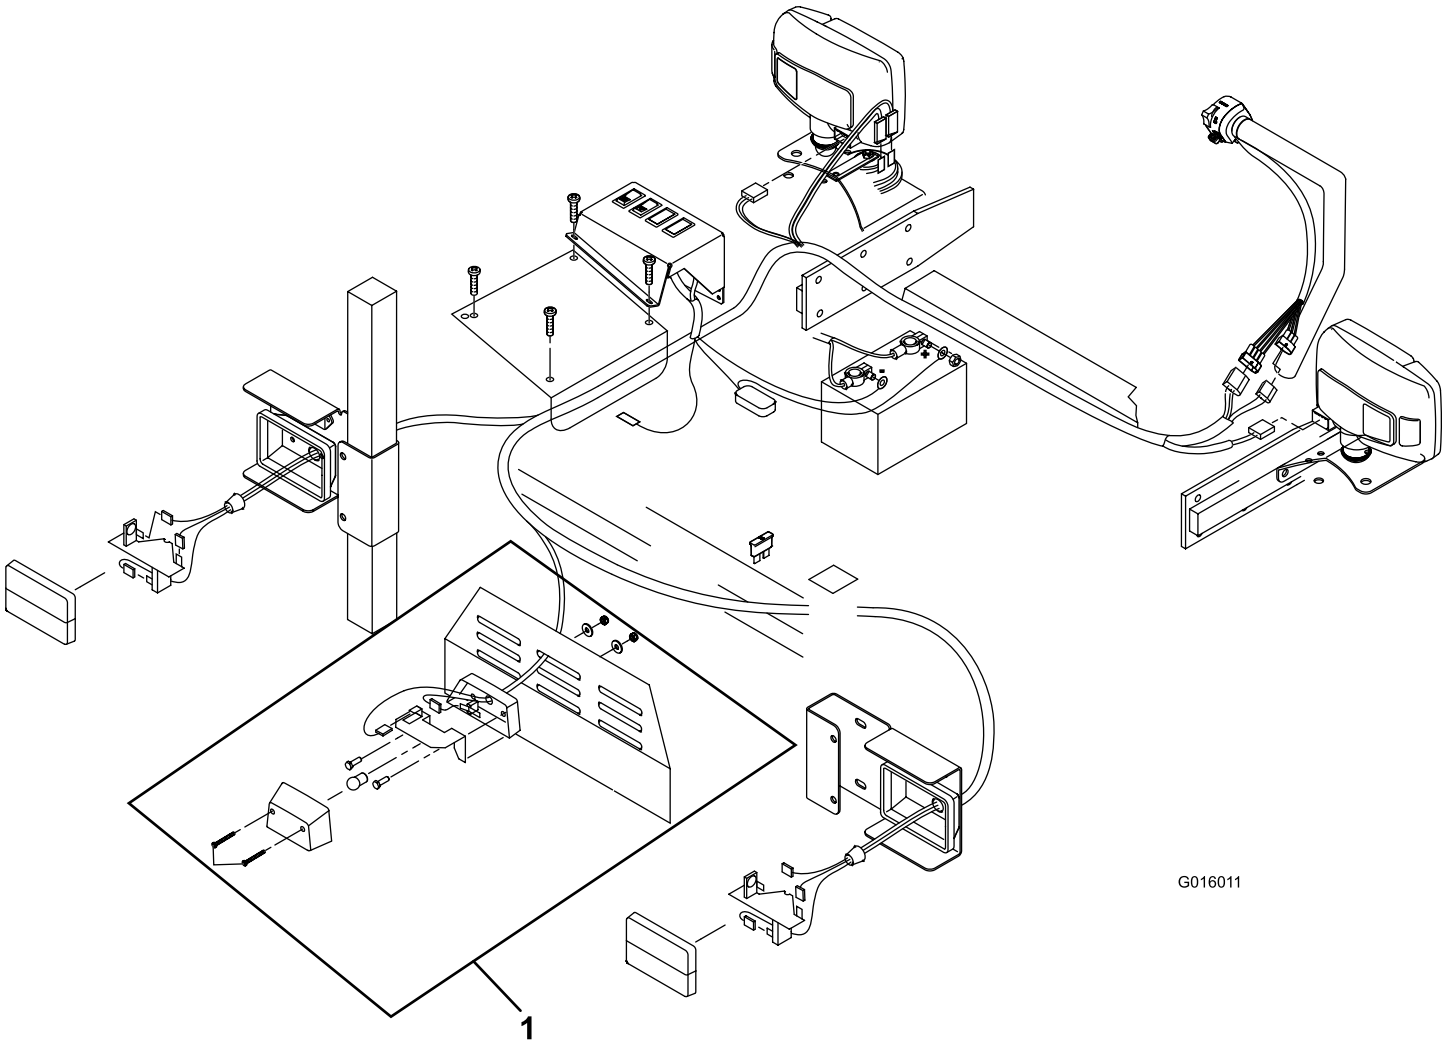

**Figura 18**
1. Conecte los conectores de 4 y 3 vías al conjunto del interruptor combinado, y el conector restante al faro delantero derecho. Pase el arnés hacia la izquierda por el travesaño delantero y conecte el faro delantero izquierdo (Figura 18).
2. Pase el arnés por el travesaño izquierdo para conectar el faro delantero izquierdo y el claxon. Conecte los dos conectores pequeños al claxon y el conector grande al faro delantero (Figura 18).
3. Pase el arnés hasta la parte trasera de la máquina para conectar los faros traseros y la luz de la placa de matrícula. Pase el cable por el taladro del soporte trasero izquierdo. Doble la pestaña de la placa del faro trasero a un ángulo de 90 grados hacia arriba, luego conecte los cables. Repita el mismo procedimiento para el faro trasero derecho (Figura 18).
4. **Z597 -** Pase el cable por el panel trasero (ranura central) y por el pasacables de la luz de la placa de matrícula. Conecte los conectores a la placa. Sujete la base de la luz trasera al panel trasero con un perno (M5 x 16), 2 arandelas (1/4 x 3/4 pulgada) y 2 tuercas (M5) (Figura 18).
6. Sujete el arnés de cables al bastidor con sujetacables, asegurándose de que queda alejado de las piezas en movimiento y de cualquier fuente de calor (Figura 18).
7. Conecte los terminales de anillo de los cables rojo y negro a la batería (Figura 18).